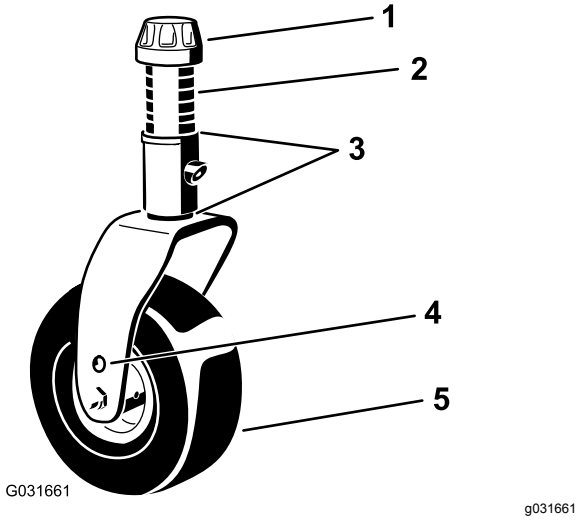
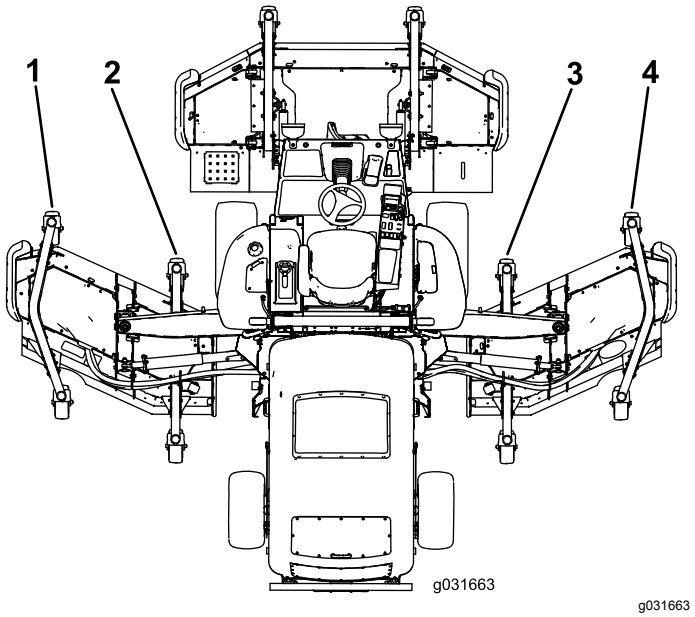

Figur 43
Figur 44
5. Om innerkanten på vingklippdäcket är för hög i förhållande till ytterkanten på det främre klippdäcket tar du bort ett mellanlägg nedtill på den främre inre svänghjulsarmen på sidoklippdäcket (Figur 43 och Figur 44).
6. Om innerkanten fortfarande är för hög tar du bort ytterligare ett mellanlägg nedtill på vingklippdäckets främre inre svänghjulsarm och ett mellanlägg från vingklippdäckets främre yttre svänghjulsarm (Figur 43 och Figur 44).
7. Om innerkanten på vingklippdäcket är för låg i förhållande till ytterkanten på det främre klippdäcket lägger du till ett mellanlägg (3 mm) nedtill på vingklippdäckets främre inre svänghjulsarm (Figur 43 och Figur 44).